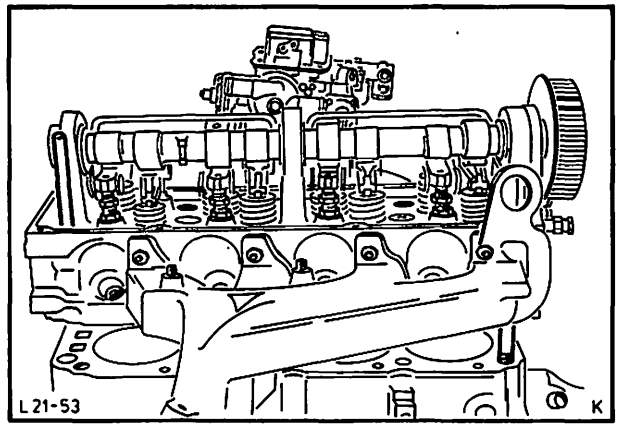
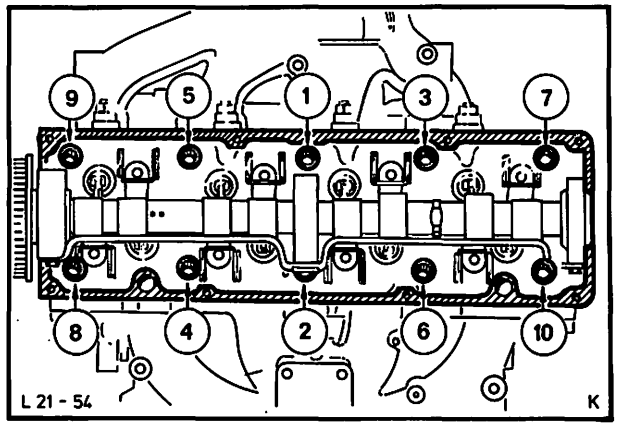

Abb. 70 Zylinderkopf mit Hilfe von Zentrierbolzen 21-003 auflegen
Abb. 71 Anzugsreihenfolge – Zylinderkopf
54. Spezialwerkzeug 21-003, wie in Abb. 70 gezeigt, anstelle Zylinderkopfschrauben 7 und 9, Abb. 71, eindrehen und Zylinderkopfdichtung auflegen.
55. Zylinderkopf aufsetzen, Abb. 70, und Schrauben etwas beidrehen. Beide Zentrierbolzen gegen die restlichen zwei Schrauben austauschen. Zylinderkopf mit Spezialwerkzeug 21-002 und vorgeschriebenem Drehmoment (siehe Technische Daten) in drei Stufen nach Schema, Abb. 71, festdrehen.